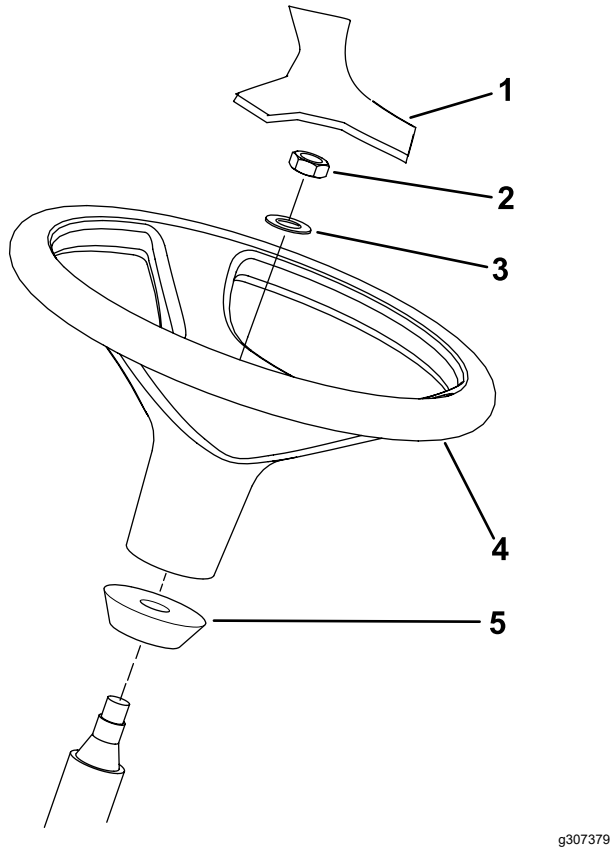

Figur 14
1. Tag rattet ud af det understøttende forsendelsesmateriale (Figur 14).
Bemærk: Kontroller, at skumkraven forbliver på ratakslen (Figur 14).
3. Skub rattet og skiven på ratakslen (Figur 14).
5. Monter dækslet på rattet (Figur 14).